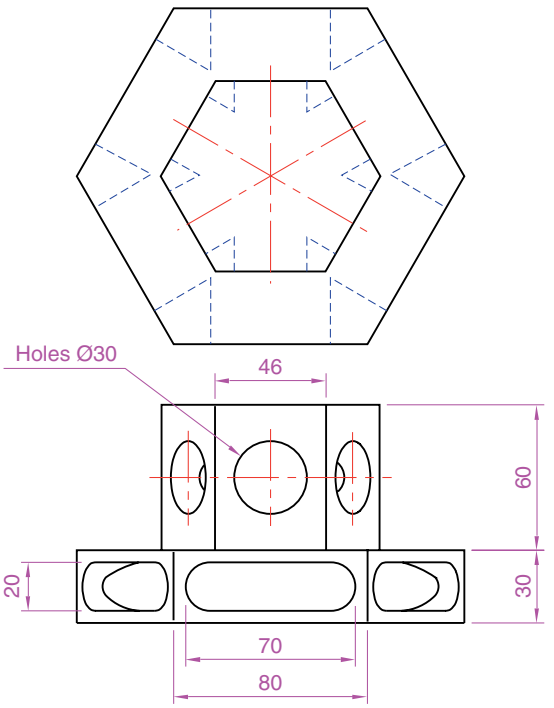

Fig. 17.36 Exercise 2 – details of the shapes and sizes
2. The two-view projection (Fig. 17.36) shows a stand consisting of two hexagonal prisms. Circular holes have been cut right through each face of the smaller hexagonal prism and rectangular holes with rounded ends have been cut right through the faces of the larger.